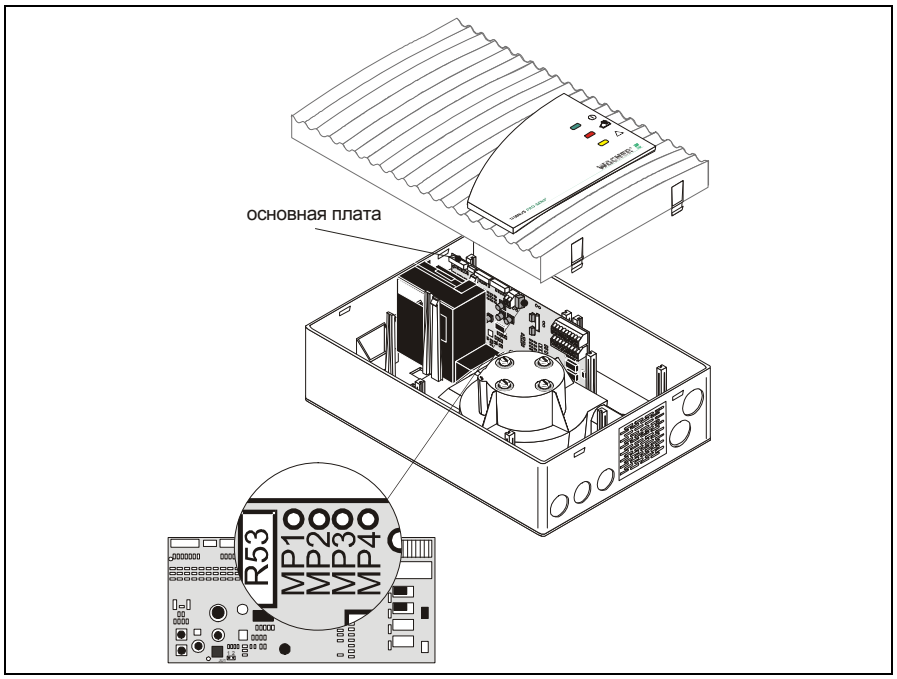

Рис. 7.3: Настройка датчика воздушного потока с учётом давления воздуха в TITANUS PRO-SENS®
5. Подключите мультиметр к точкам измерения MP2 (+) и MP3 (-) (см. Рис. 7.3). При этом учитывайте полярность. В измерительном приборе выберите диапазон «V-DC». Напряжение в точках измерения стандартно составляет 1,2 В.